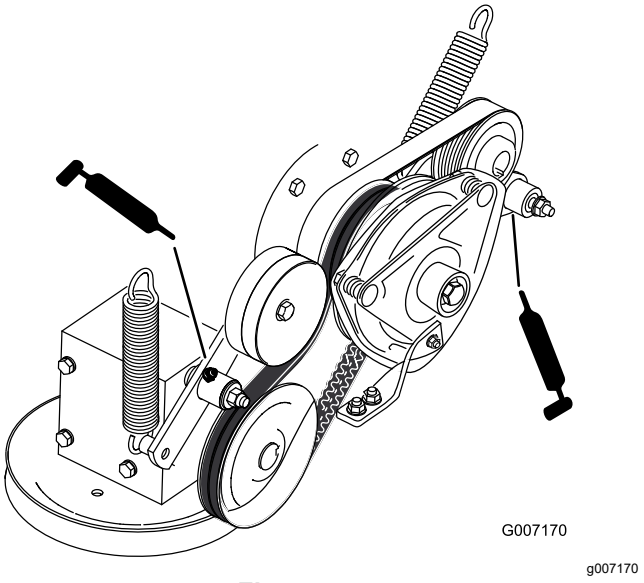

Figur 55
8. Smörj kraftuttagets mellandrevsarm (Figur 55).
9. Smörj pumpremmens mellandrevsarm (Figur 55).